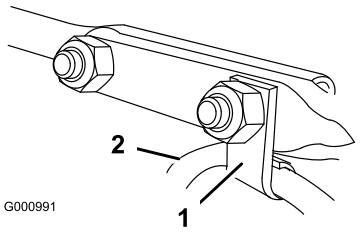

Figura 16
6. Inserite nel bullone a testa tonda anteriore l'attacco per cavo che sostiene il cavo deflettore, e fissate i bulloni a testa tonda con i dadi di bloccaggio a corredo nel sacchetto delle parti sciolte (Figura 16).